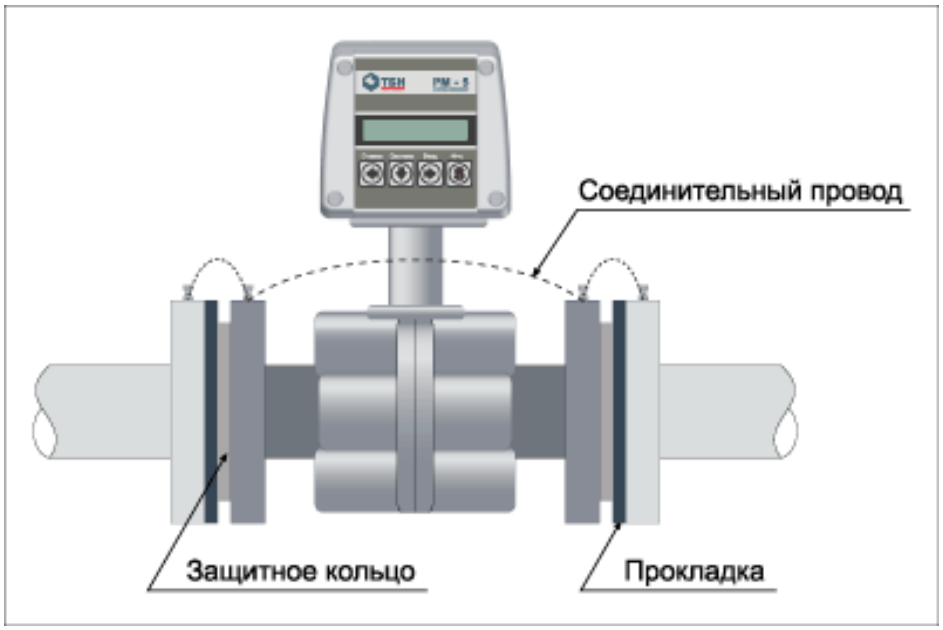

Рисунок 9 — Необходимые электрические соединения датчиков расхода
2.2.2.14 При монтаже датчика расхода необходимо электрически соединить его фланцы между собой, а также каждый его фланец с соответствующим ответным фланцем трубопровода (рисунок 9).